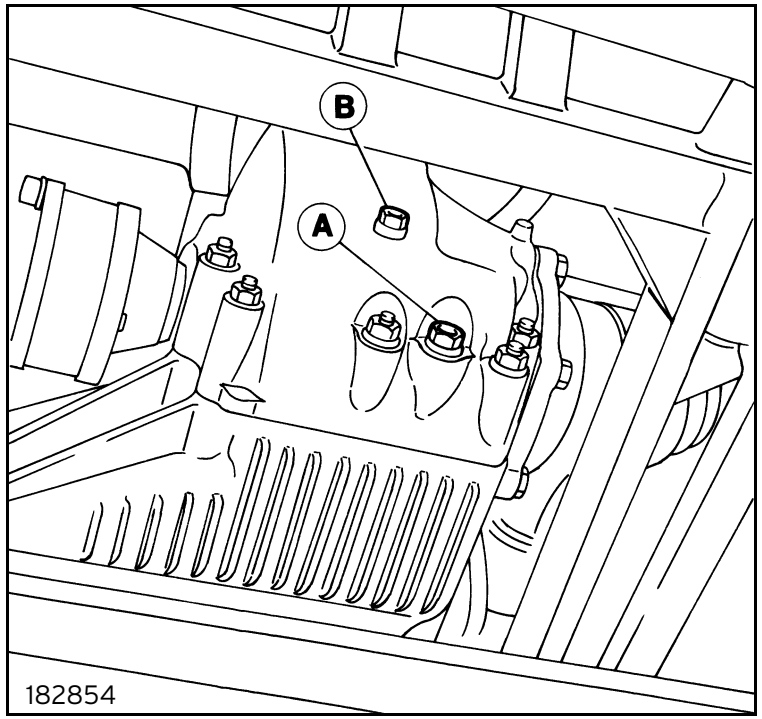

Fig. 54
- Remove the drain cap A and let all the oil flow out from the differential (figure 54).